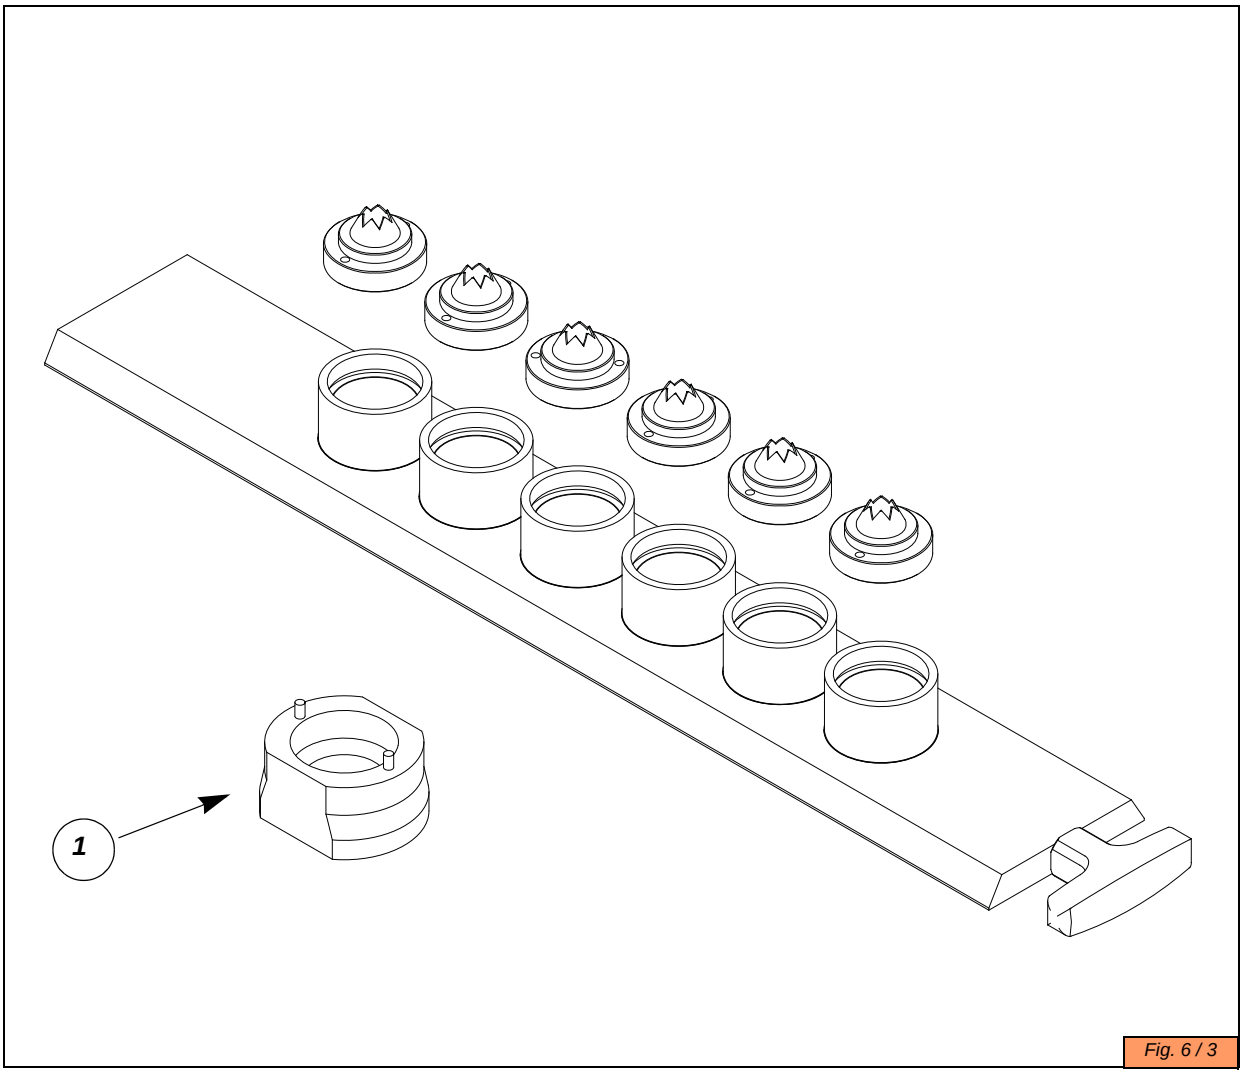

Fig. 6 / 3
1. Unscrew the nozzles from the mould using the supplied too (detail 1 Fig. 6 / 3).